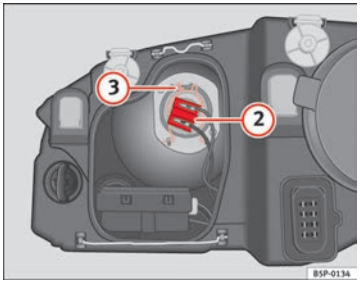

Fig. 185 Dipped beam headlights
– Remove the connector ⇒ fig. 185 (2) from the bulb.
– Unclip the retainer spring ⇒ fig. 185 (3) pressing inwards to the right.